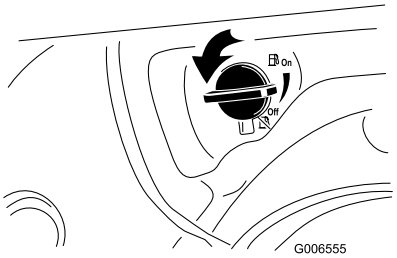

Figur 19
2. Drei drivstoffavstengningsventilen mot klokken 1/4 runde for å åpne den (Figur 19).